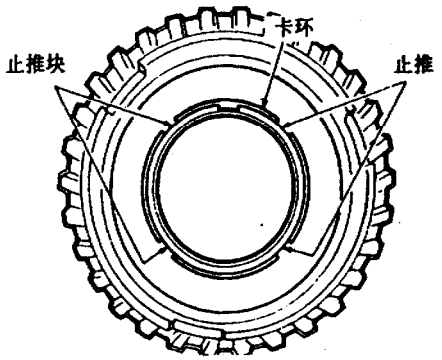

图9－6－87　安装卡环
(5) 如图9－6－88所示，给超速档离合器安装驱动片、从动片、挡片及碟形片，然后再装上卡环。